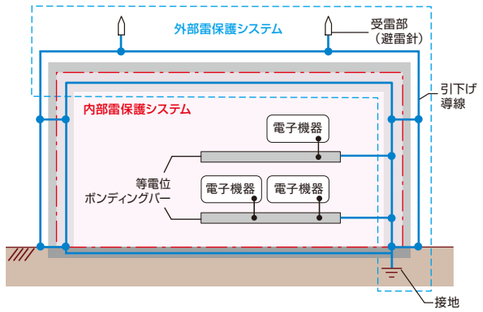

図１　JIS Z 9290-3　雷保護システム
①JIS Z 9290-3 建築物等の保護（図１参照）	外部雷保護システム　保護効率（保護レベル）に応じた避雷針や接地の施工方法の規格